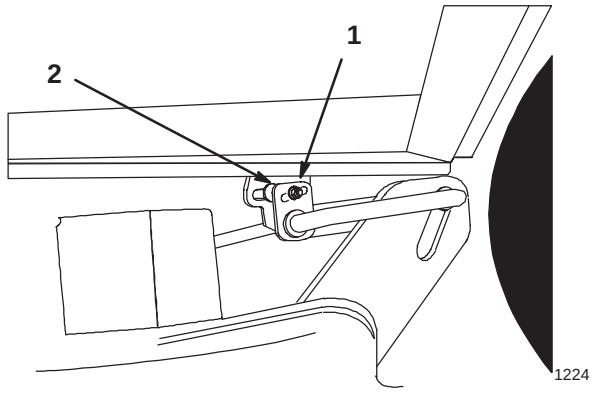

Figure 14
4. Desserrer le boulon de réglage d'un côté et tourner le support de suspension pour placer l'unité de coupe plus haut ou plus bas (Fig. 14).